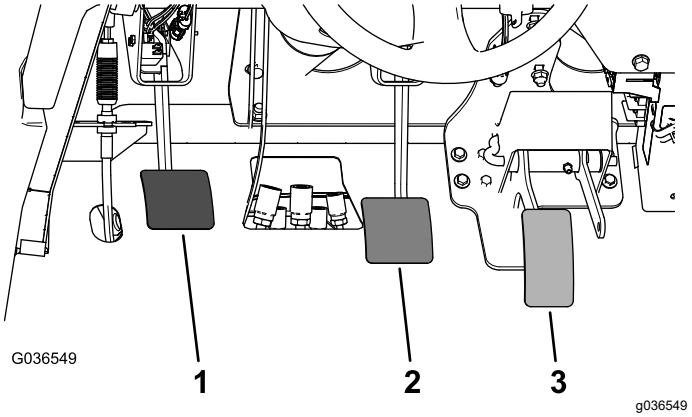

Figuur 62
2. Til het rempedaal omhoog (Figuur 62) totdat dit contact maakt met het frame.
3. Draai de contramoeren los waarmee de gaffel is bevestigd aan de as van de hoofdremcilinder (Figuur 62).